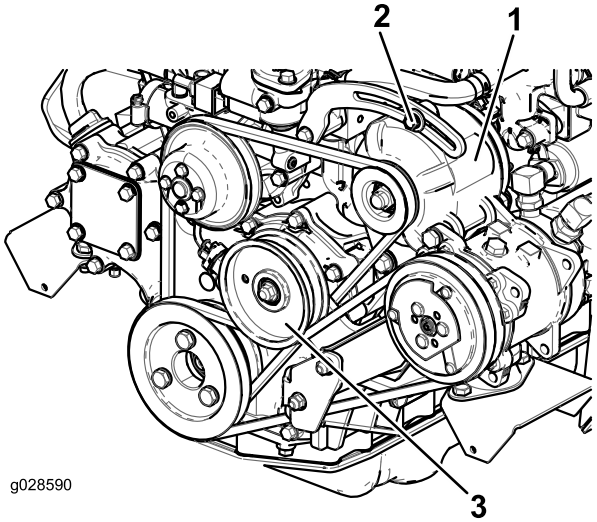

Figuur 65
Controleer de conditie en de spanning van de riem (Figuur 65) om de 100 bedrijfsuren.
2. Als de speling niet correct is (10 mm), moet u de montagebouten van de wisselstroomdynamo losdraaien (Figuur 65). Verhoog of verminder de spanning van de riem van de wisselstroomdynamo en draai de bouten vast. Controleer nogmaals de speling van de riem om zeker van te zijn dat de spanning correct is.